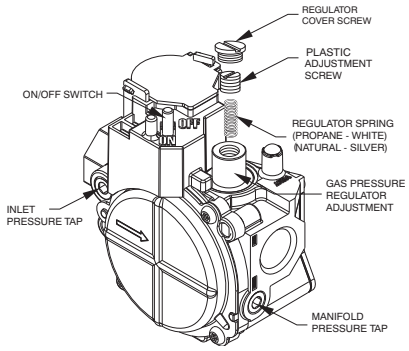

**Fig. 12 - Single-Stage Gas Valve**
1. Remove regulator cover screw over plastic adjustment screw on gas valve (See Fig. 12).
2. Turn plastic adjustment screw clockwise to increase gas input, or turn plastic adjustment screw counterclockwise to decrease input (See Fig. 12). Manifold pressure must be between 3.2 and 3.8 IN. W.C.
3. Replace regulator cover screw on gas valve (See Fig. 12).